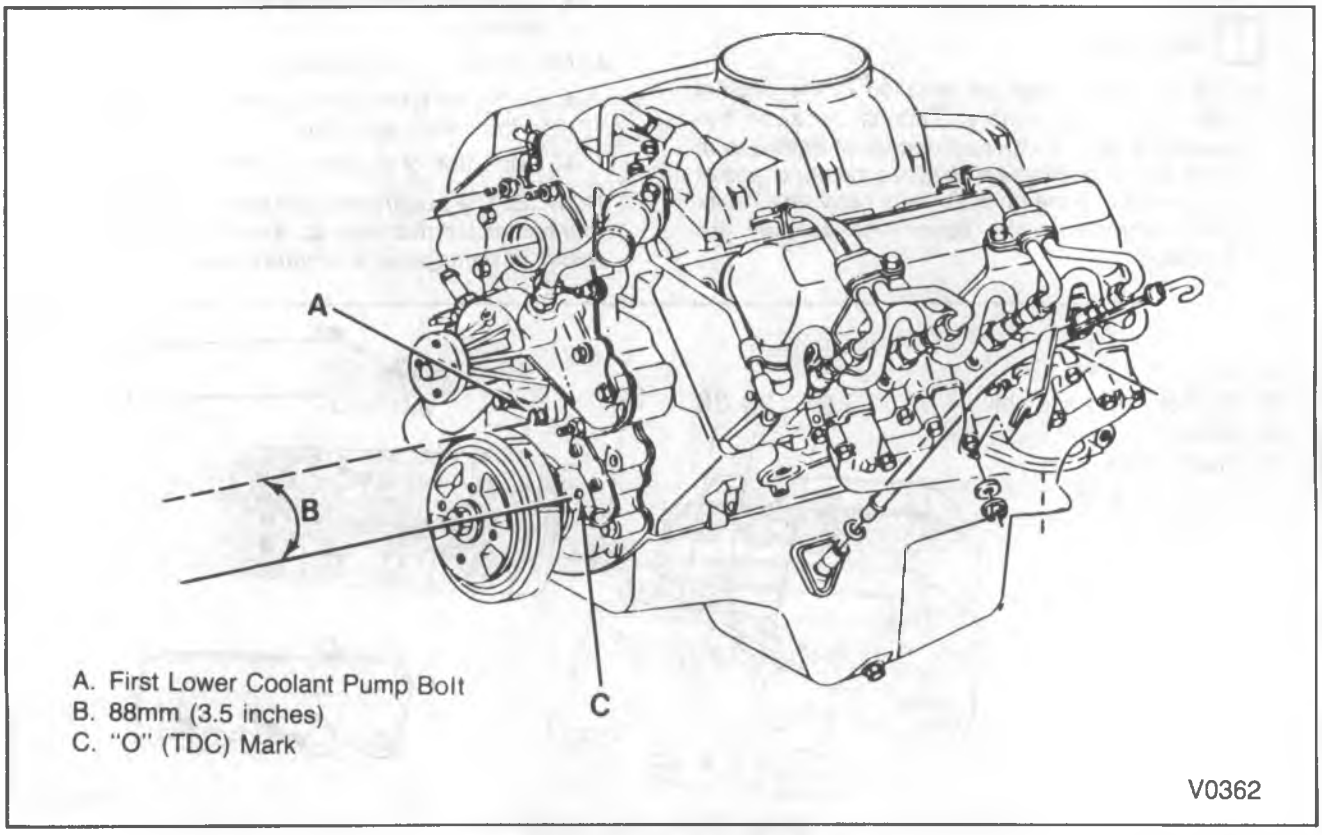

Figure 7—Aligning the Timing Mark
- Rotate the engine counterclockwise 88 mm (3 1/2-inches), measured at the torsional damper. This measurement can be estimated by aligning the torsional damper mark with the first lower water pump bolt (figure 7). This procedure will position the engine so no valves are close to a piston crown.